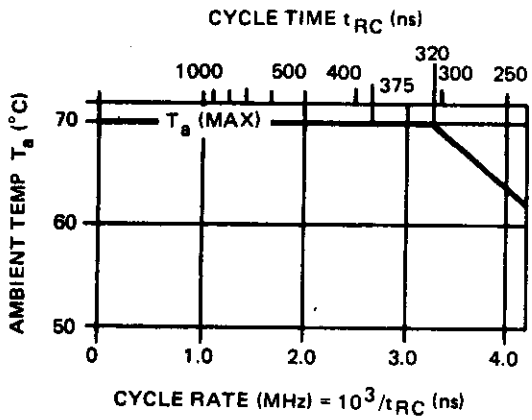
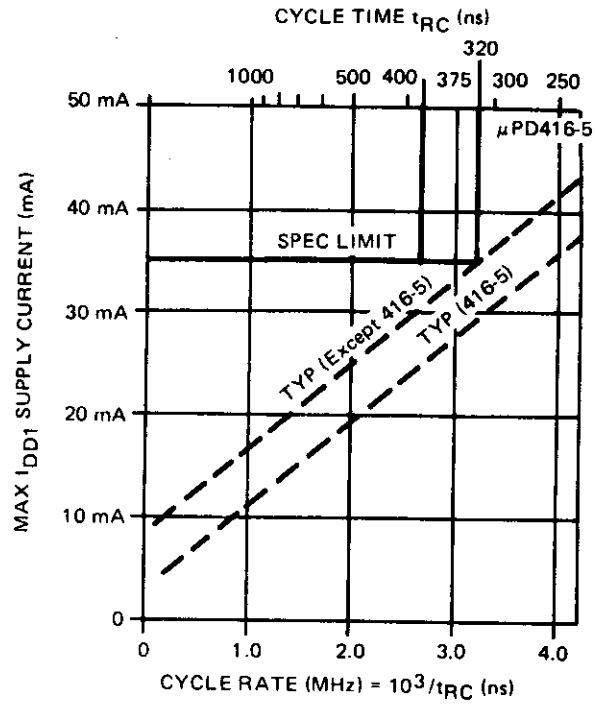

FIGURE 1
FIGURE 2
Notes: (1) T_a is specified here for operation at frequencies to $t_{RC} \geq t_{RC}$ (min). Operation at higher cycle rates with reduced ambient temperatures and high power dissipation is permissible, however, provided AC operating parameters are met. See Figure 1 for derating curve.
(2) All voltages referenced to V_{SS}.
(3) Output voltage will swing from V_{SS} to V_{CC} when activated with no current loading. For purposes of maintaining data in standby mode, V_{CC} may be reduced to V_{SS} without affecting refresh operations or data retention. However, the V_{OH} (min) specification is not guaranteed in this mode.
(4) I_{DD1}, I_{DD3}, and I_{DD4} depend on cycle rate. See Figures 2, 3 and 4 for I_{DD} limits at other cycle rates.
(5) I_{CC1} and I_{CC4} depend upon output loading. During readout of high level data V_{CC} is connected through a low impedance (135Ω typ) to data out. At all other times I_{CC} consists of leakage currents only.